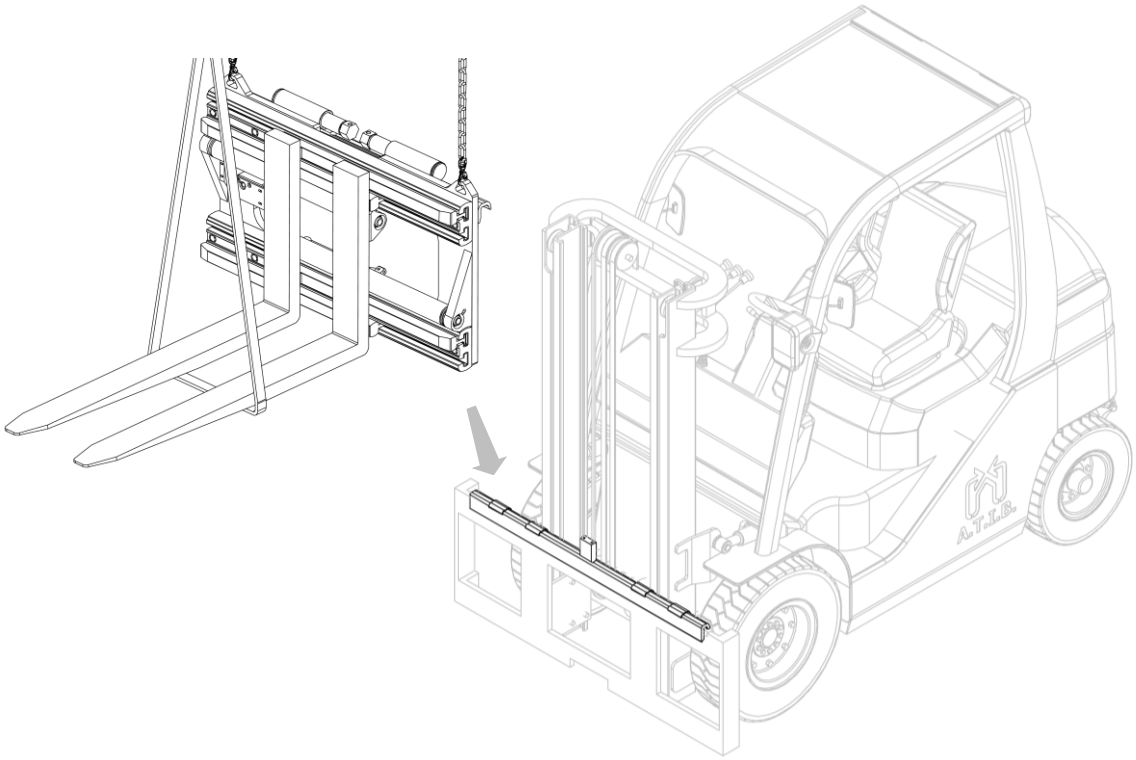

Figure 7
7. Accrocher l'équipement à l'aide d'un pont roulant ou d'un palan de portée suffisante et le placer sur le double crochet, en veillant à le positionner correctement (voir *Figure 7)*.